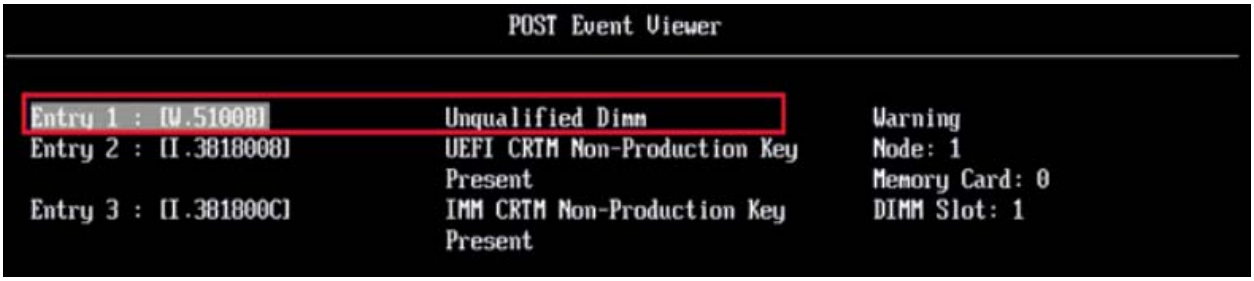

**Figure 40: Non-Lenovo qualified DIMM error log in UEFI POST Event Viewer**
**Figure 40** shows an unqualified DIMM error log in UEFI POST Event Viewer.